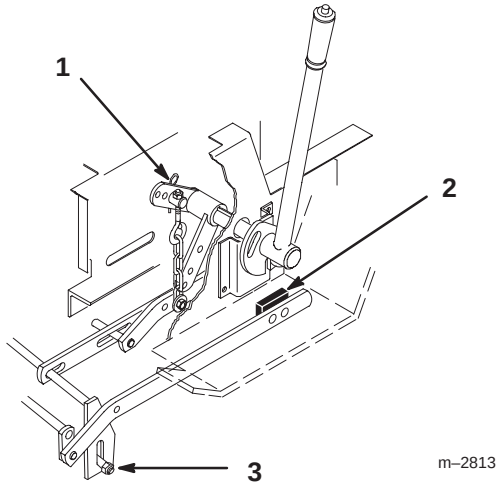

Figure 12
3. Adjust lift chain by turning trunnion on eyebolt in rear hole of tractor lift (Fig. 12). Turn trunnion clockwise to raise or counterclockwise to lower mower.
4. Transport level stops are normally in the bottom of the slot, however they can be adjusted up for side-to-side level when extra weight from a grass catcher is on one side (Fig. 12).